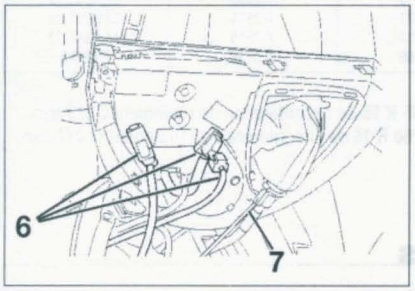

Figure 3-2
- Déconnecter les connecteurs (6) **(figure 3-2)**.
- Désaccoupler le câble de commande de M. AR (7).